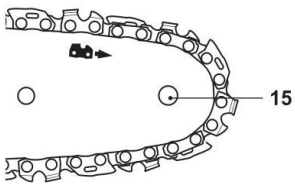

Rys. 7
8. Ruch łańcucha pilarki został oznaczony strzałką (rys. 7). Zadbaj o to, aby łańcuch został prawidłowo umieszczony nad przednią częścią zębatki (15) prowadnicy (13).